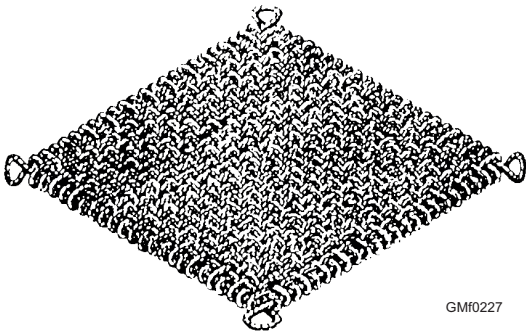

**Figure 2-27.—Cargo mat.**
**MATS**.—The cargo mat (fig. 2-27) is a closely woven mat having no openings or mesh. The mat is constructed of 3-inch coil, which is a coconut husk fiber rope. The mats are available in two sizes—6-feet square and 4-feet square. The mats are designed with looped eyes on each corner for lifting.